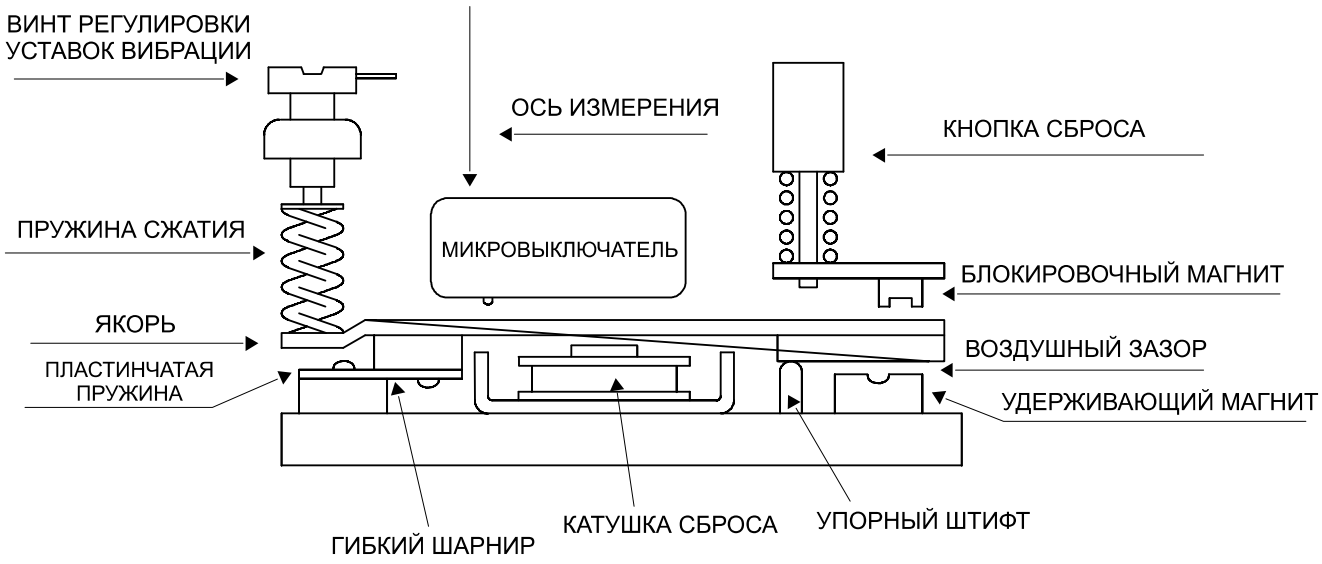

Рис. 4-1. Принцип работы вибровыключателя модели 366G.
Вибровыключатель модели Euro366G (см. Рис.4-1) чувствителен к вибрациям в направлении (ось измерения), перпендикулярном своему монтажному основанию. Прибор включает в себя механизм определения вибраций (вибродатчик), который также служит “механическим усилителем” и срабатывает в случае превышения выбранного уровня вибрации, активируя выключатель мгновенного действия.
Оборудование, на котором установлен вибровыключатель, должно быть остановлено. Повернуть регулировочный винт на два оборота против часовой стрелки и нажать кнопку сброса. Затем медленно поворачивать регулировочный винт по часовой стрелке, пока не наступит срабатывание (якорь переключится на блокирующий магнит, см. Рис. 4-1). Это точка нулевой вибрации, или точка срабатывания прибора при неработающем устройстве. Необходимо сделать пометку графитовым карандашом или любым другим подходящим средством, чтобы запомнить данную «точку нулевой вибрации». Все последующие измерения будут производиться, отталкиваясь от данной точки.
Вибровыключатели обычно не требуют техобслуживания или ремонта, однако ниже перечислены некоторые возможные неисправности, и рекомендуемые способы их устранения (см. Рис. 4-1).
2. Поломка пластинчатой пружины - (см. Рис. 4-1).